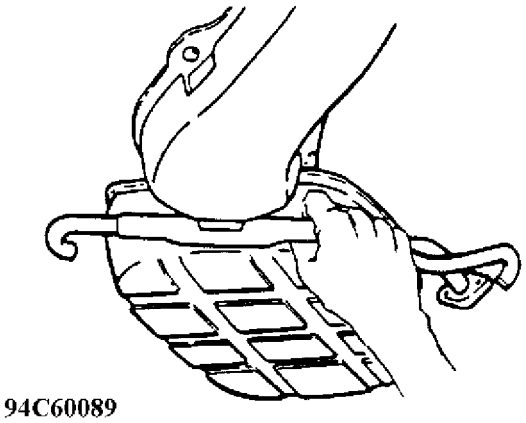

Fig. 23: Removing Catalytic Converter
7. Remove the catalytic converter, pushing the exhaust pipe backward. See Fig. 23.